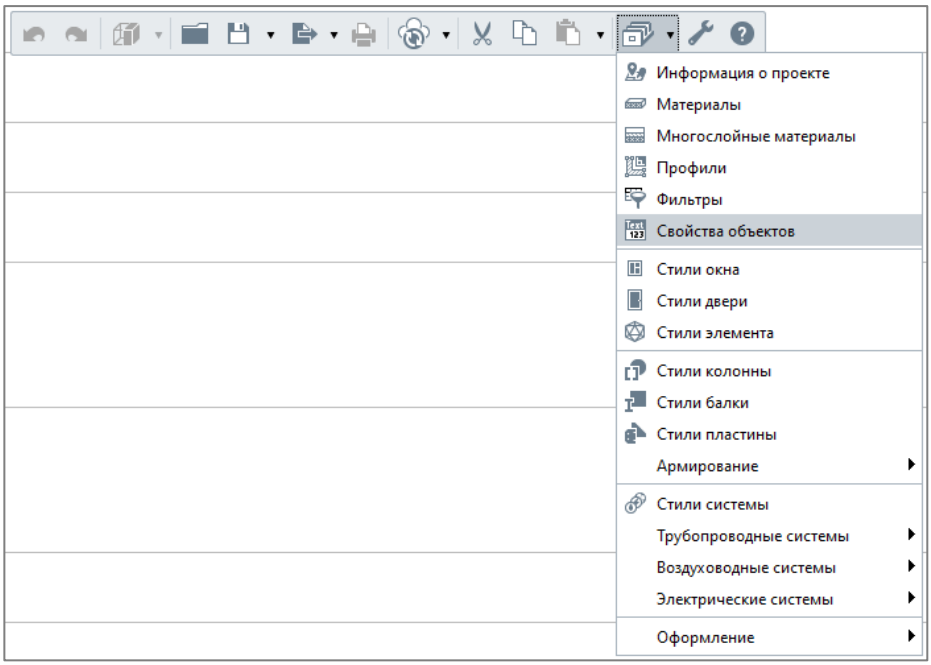

Рисунок 1
- Откройте свойства объектов (см. Рисунок 1)